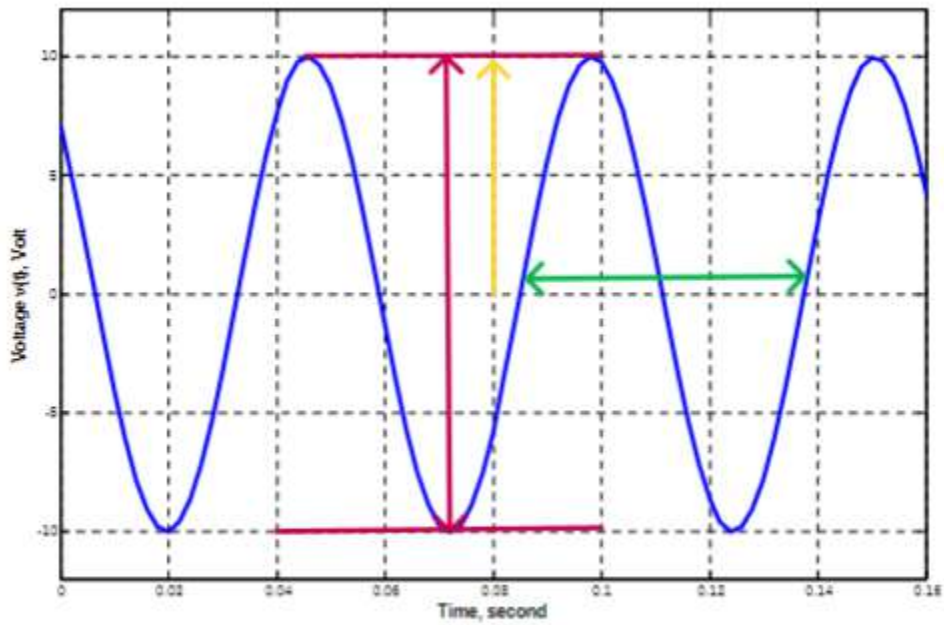

Fig. 1 Graph of sinusoidal voltage v(t)
2. Figure 1 shows a graph of a sinusoidal voltage v(t). Clearly mark the following parameters in the figure
a) Amplitude (in yellow on fig 1)
b) Period (in green on fig 1)
c) Peak to peak value (in red on fig 1)